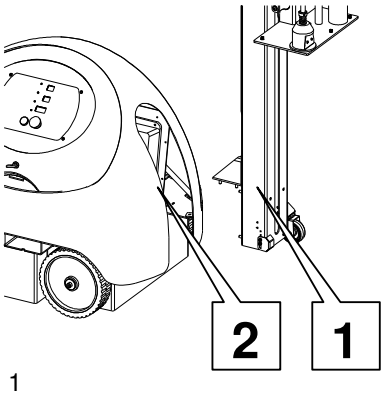

Fig 1
(**Fig 1**) Levez le mât (1) à l'aide d'une corde ou de sangles, placez-le sur le support (2) prévu à la base de la machine et serrez les boulons. Enlevez ensuite la corde (ou les sangles) et raccordez les connecteurs.